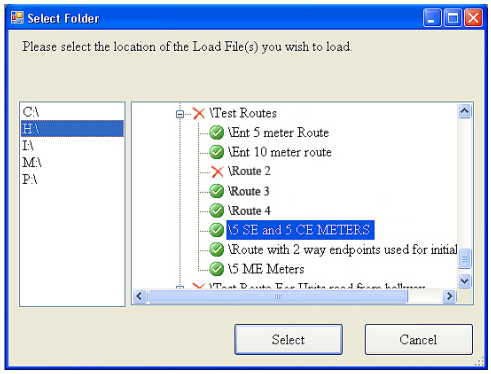

Figure 15: Select folder window
4. Click the drive letter for the memory stick. In *Figure 15*, the memory stick is using drive H.